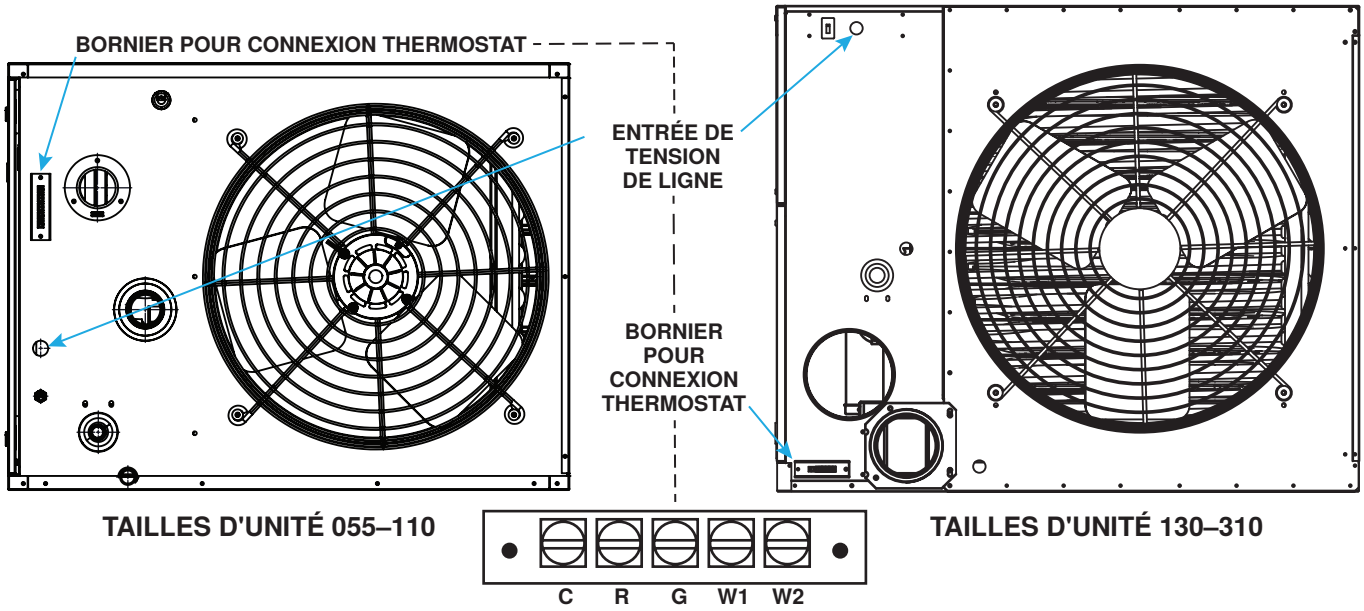

**Figure 24. Entrée du câblage d'alimentation et plaquette de connexions de la commande**
Le câblage d'alimentation entre par l'arrière de l'appareil de chauffage, comme montré dans la **Figure 24**. Le câblage d'alimentation se branche sur les fils à l'intérieur du coffret électrique scellé. Pour maintenir l'étanchéité du coffret électrique, replacez toujours la plaque de couverture.
- La plaquette de connexions pour le branchement de la commande 24V est située sur l'extérieur du boîtier, à l'arrière de l'appareil de chauffage, comme montré dans la **Figure 24**. La plaquette comprend cinq bornes : C, R, G, W1 et W2. Consultez le schéma de câblage fourni avec l'appareil de chauffage.Les fils de la plaquette de connexions sont branchés en usine sur la carte de circuits imprimés.